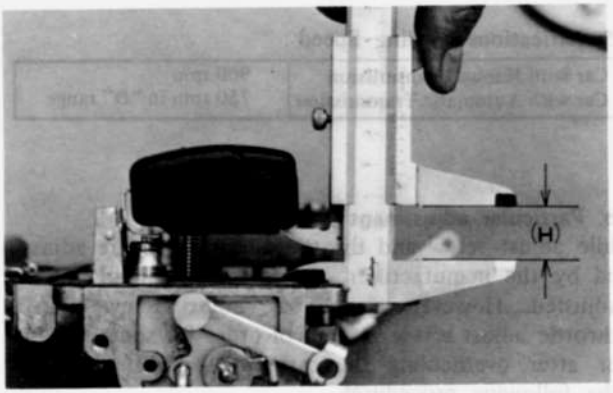

Fig. 4–7 Checking float level
4. If the clearance is not within specification, adjust the clearance (H) by bending the float seat lip (A) shown in Fig. 4–9.